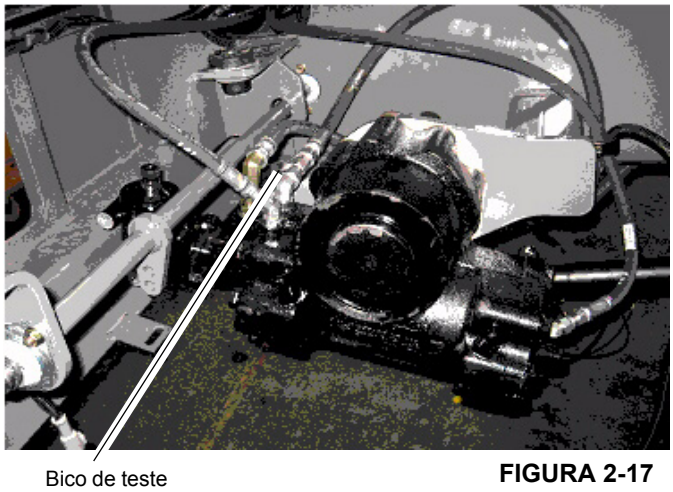

FIGURA 2-17
1. Instale um diagnóstico de verificação de pressão de desconexão rápida com medidor no bico de teste na entrada da caixa de engrenagens da direção hidráulica. (Consulte Figura 2-17)